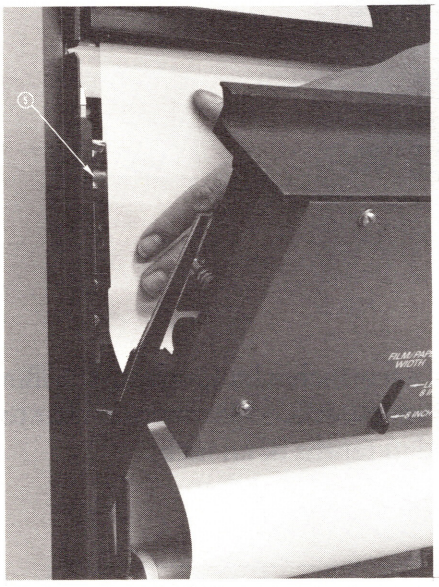

FIG. 5
7. Carefully align the paper behind the paper guide by moving it to the left. Be sure it is positioned under the guide bar as shown (Fig. 5).